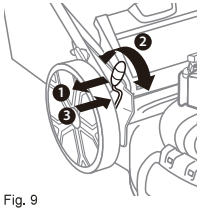

Fig. 9
2. Para cambiar la altura de corte, presiona la palanca de ajuste de altura hacia la rueda (1, Fig.9).
3. Mueve la palanca hacia arriba o hacia abajo hasta la posición deseada (2, Fig.9), suelta la palanca para bloquear la rueda en posición (3, Fig.9)